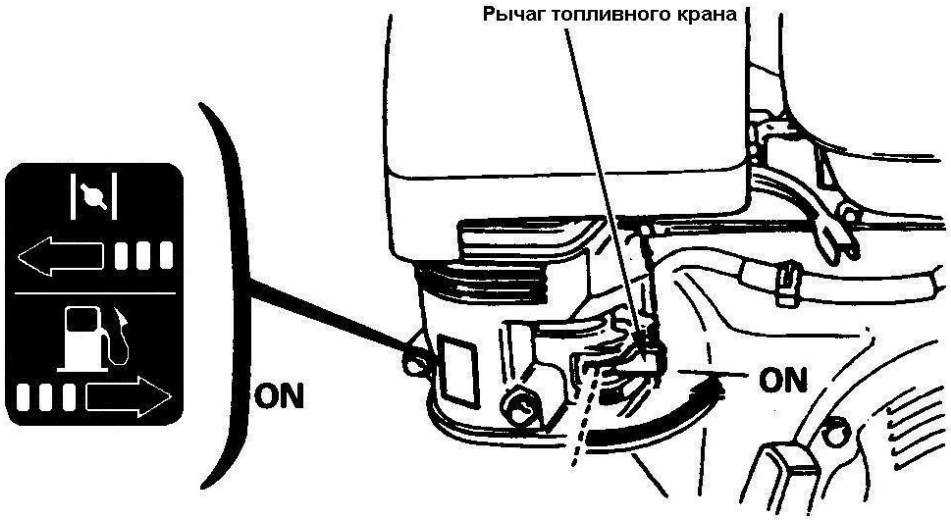

Рисунок 3 – Рычаг топливного крана в положении "ON" ("Открыто")
- поверните рычаг топливного крана в положение "ON" ("Открыто") (рисунок 3);